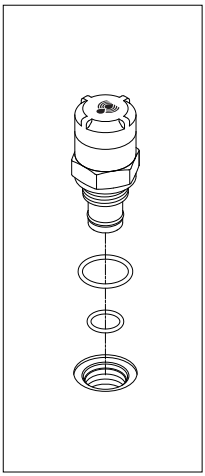

fig. 14
- (Fig. 14) Sostituire gli O-ring del corpo indicatore